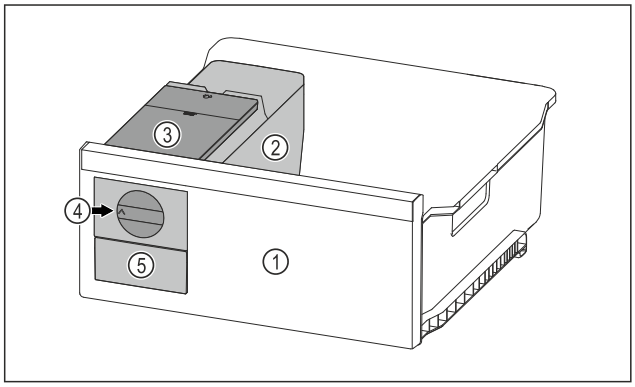

Fig. 124 Esimerkkikuva
▶ Kierrä kiertonuppia *Fig. 124 (4)* myötäpäivään vasteeseen saakka.
▷ Jääpalat putoavat jääpalakennosta jääpalavetolaatikkoon *Fig. 124 (5)*.